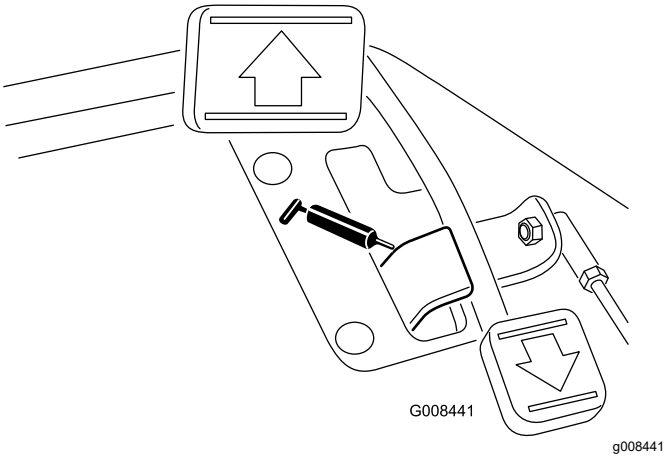

Rysunek 28
- Oś obrotu pedału jazdy (1) (Rysunek 28)